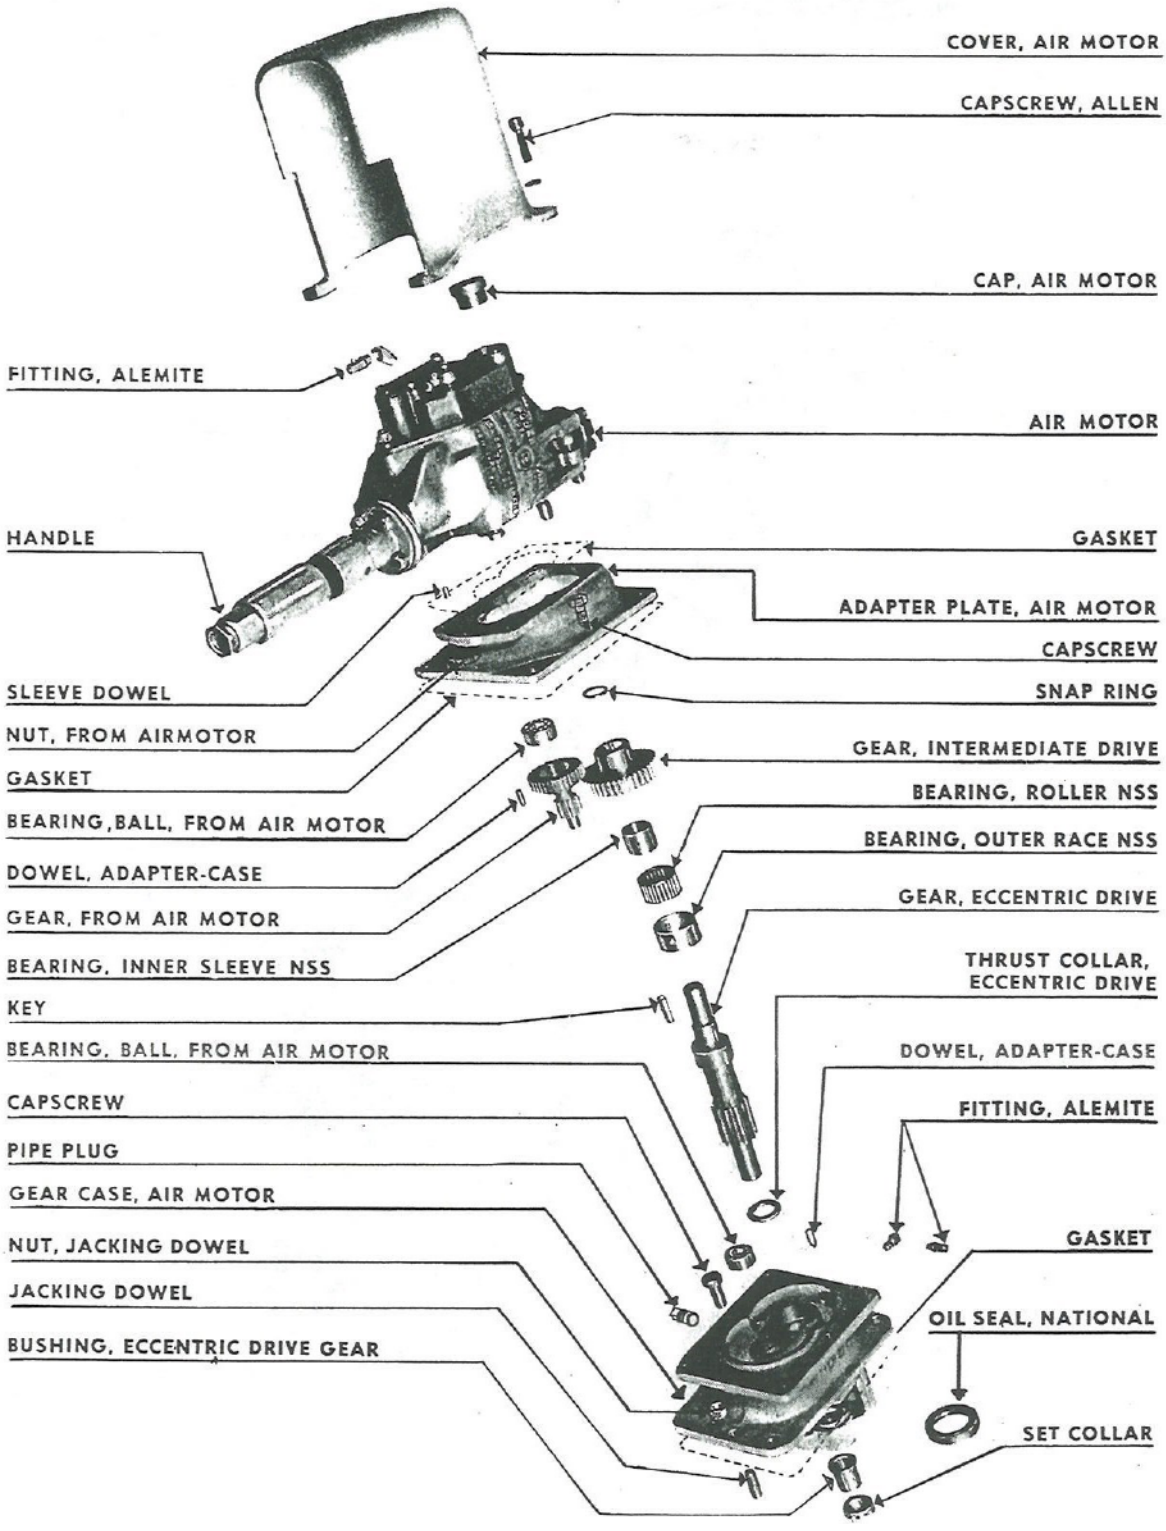

Fig. 148. Parts of Reversing Air Motor
175. THE AIR MOTOR. *a.* To take apart the air motor unit on the reversing mechanism, remove the capscrews holding its housing. Disconnect the connections to the motor. The air motor valve is located in the handle, as shown in Fig. 148. Remove this handle by taking out the four capscrews in the flanged connection. Unscrew the hexagon or six-sided nut at the other end, and the valve will come out. Clean out any dirt between this valve and its seat, and replace the spring if it is broken or badly worn.
c. Remove the adapter plate as shown in Fig. 148 and inspect the ball bearing race. If not in good condition, replace. Inspect the gears. If they have been damaged, replace